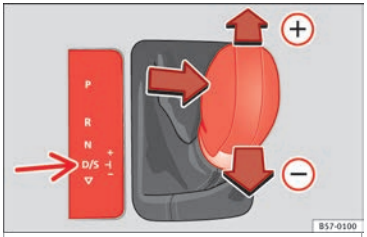

Fig. 182 Centre console: changing gear with tiptronic
– Move the selector lever forwards ⊕ to select a higher gear ››› **Fig. 182**.